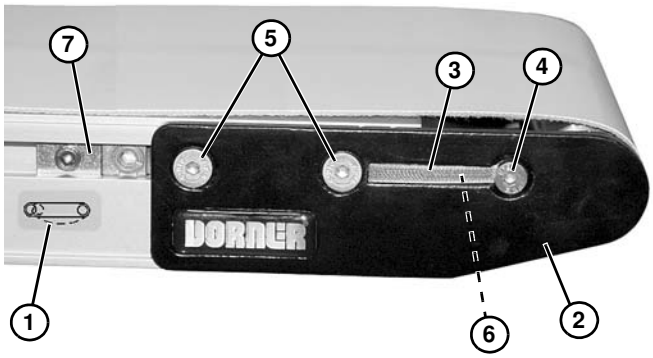

Abbildung 54
Etikett gekennzeichnet **(Abbildung 54, Teil 1)**, die Kopfplattenbaugruppe **(Abbildung 54, Teil 2)** einstellen:
a. Falls mit Abdeckhauben **(Abbildung 54, Teil 3)** bestückt, die Schraube **(Abbildung 54, Teil 4)** und die Abdeckhaube auf beiden Seiten des Förderbands abnehmen. Schraube **(Abbildung 54, Teil 4)** wieder montieren.
b. Auf beiden Seiten des Förderbands Befestigungsschrauben **(Abbildung 54, Teil 5)** lösen und Zahnradgetriebe **(Abbildung 54, Teil 6)** drehen, um die Kopfplattenbaugruppe einzustellen.
3. Wenn die Spannung richtig eingestellt ist, die Befestigungsschrauben **(Abbildung 54, Teil 5)** auf beiden Seiten des Förderbands auf 7 Nm festziehen.
4. Falls vorhanden, Abdeckhauben **(Abbildung 54, Teil 3)** einbauen.
5. Falls Exzenter-Tracking-Baugruppen **(Abbildung 54, Teil 7)** vorhanden sind, diese gegen die Kopfplatten positionieren und das Band-Tracking einstellen. Siehe „Tracking des Förderbands“ auf Seite 26.